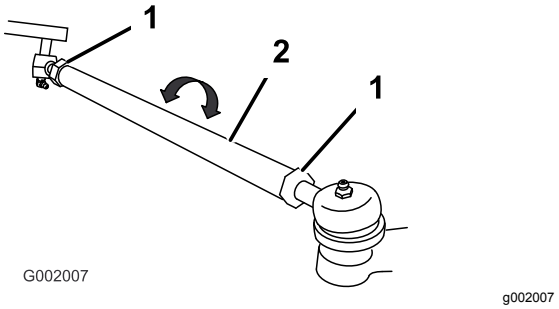

Figur 49
5. Hvis målene ikke faller innenfor det spesifiserte området, løsne låsemutteren i begge ender av parallellstagene (Figur 49).